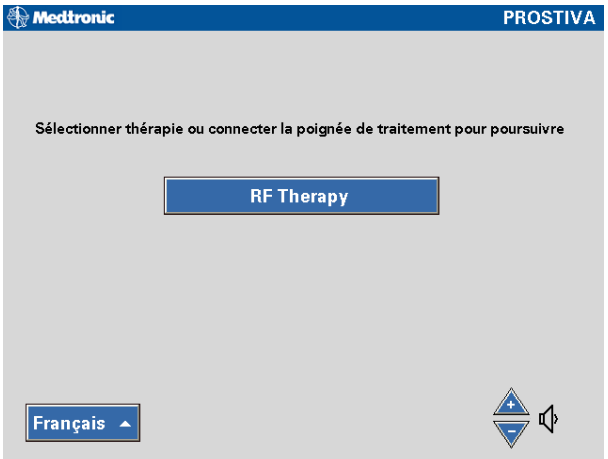

Figure 4-10. Confirmation de l'affichage de l'écran de la thérapie PROSTIVA RF
2. S'assurer que l'écran de la thérapie PROSTIVA RF est bien affiché (Figure 4-10), puis appuyer sur le bouton RF Therapy.